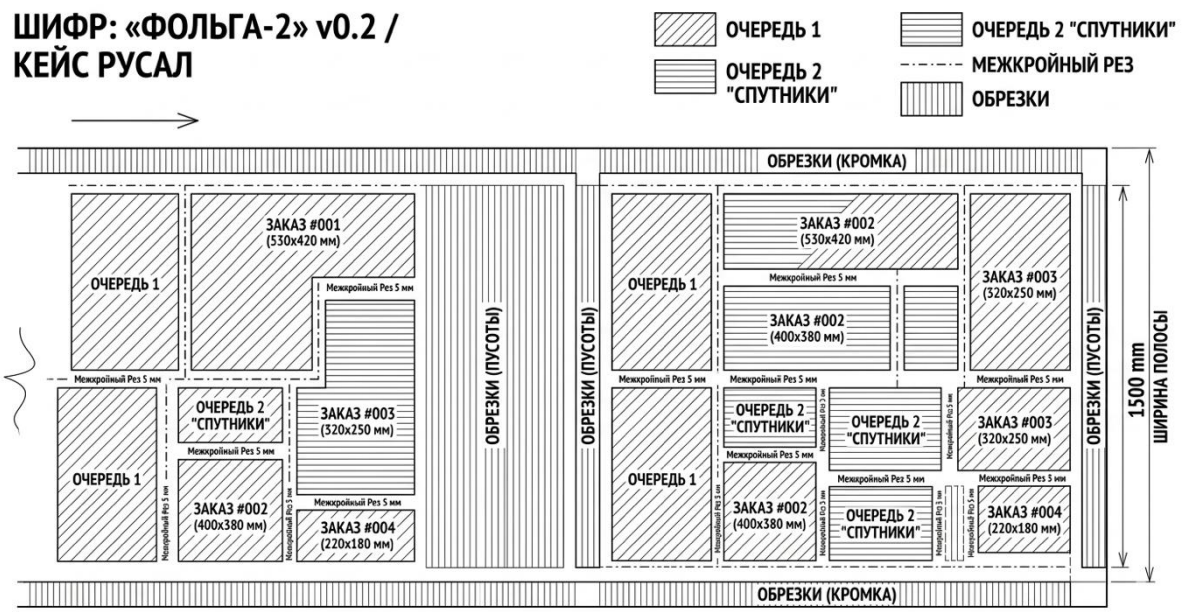

Рисунок 2 - Пример веб-отображения разметки
- Присутствует графическое веб-отображение (канвас/сетка) размотанной полосы фольги, на которой наглядно отрисовано, как именно размещены заказы, где находятся межкройные резы и где остались обрезки (пример: Рисунок 2).